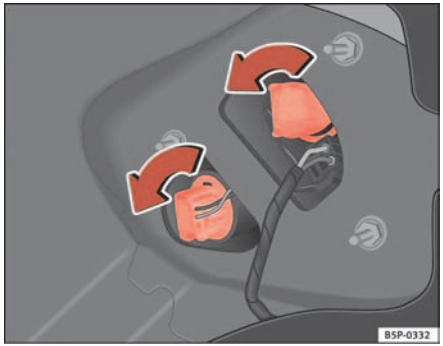

Fig. 188 Lights on vehicle body
– Turn the lamp holder anti-clockwise ⇒ fig. 188.